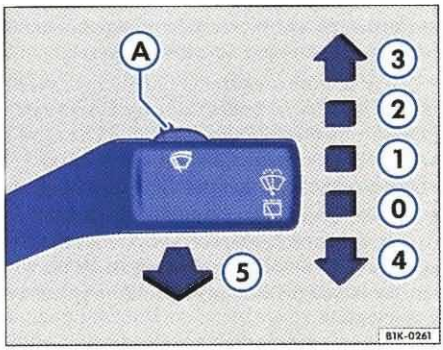

Rys. 48 Rysunek przykładowy: dźwignia wycieraczek
Dźwignia wycieraczek ⇒ rys. 48 ma następujące położenia:
- Jeżeli przy włączonym zakresie wycieraczek ⇒ strona 69, rys. 48 ② lub ③ samochód zatrzyma się, następuje automatyczne przełączenie na kolejny niższy zakres. Kiedy samochód ponownie ruszy, nastąpi ponowne włączenie wyższego zakresu wycieraczek.
Po włączeniu zapłonu, przy pierwszym i następnie kolejno przy co piątym uruchomieniu urządzenia do mycia przedniej szyby, następuje również umycie reflektorów, o ile dźwignia wycieraczek ⇒ strona 69, rys. 48 (5) zostanie przysunięta w stronę kierownicy i przytrzymana, jeżeli ponadto włączone są światła mijania lub drogowe. W regularnych odstępach czasu, np. po zatankowaniu paliwa, należy jednak usuwać przywierające zabrudzenia (jak resztki owadów) ze szkieł reflektorów.